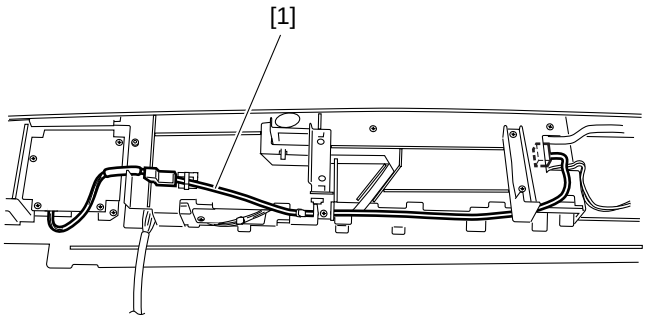

Figure 8-505
6) Route the cable [1] as shown in Figure 8-505.